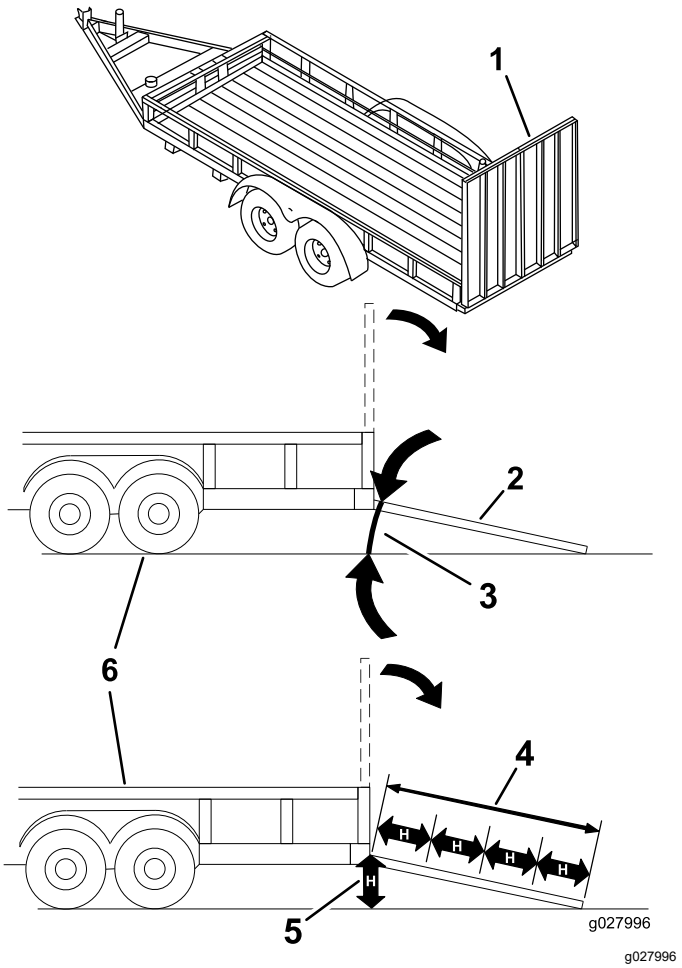

Figuur 32
Als een machine wordt geladen op een aanhanger of een vrachtwagen, wordt de kans vergroot dat de machine kantelt. Dit kan ernstig lichamelijk letsel of de dood veroorzaken (Figuur 32).
3. Laat de oprijplaat zakken; zorg dat de hellingshoek van de oprijplaat ten opzichte van de grond niet groter is dan 15 graden (Figuur 32).
1. Laat de oprijplaat zakken; zorg dat de hellingshoek van de oprijplaat ten opzichte van de grond niet groter is dan 15 graden (Figuur 32).